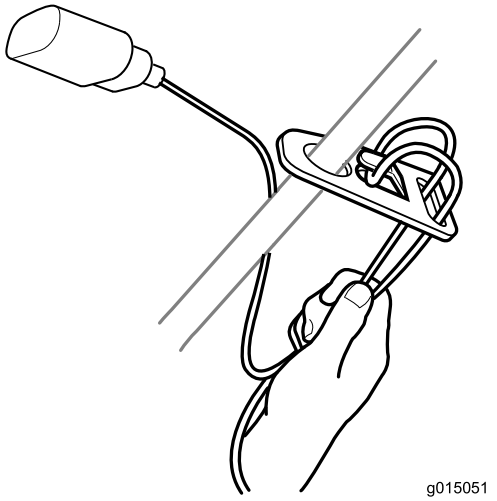

Figuur 7
1. Leg een lus in het verlengsnoer en zet dit vast in de snoerhouder (Figuur 7).